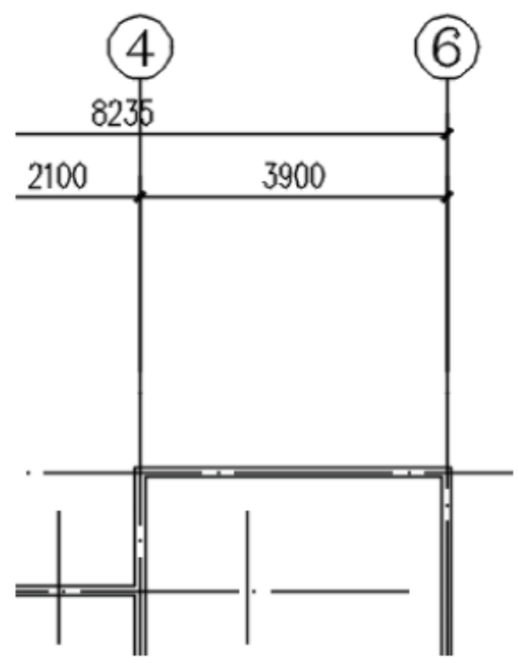

图 3-35　倒斜角原图
打开源文件中的“倒斜角”图形,如图 3-35 所示,单击“倒斜角”命令,将第一个倒角距离和第二个倒角距离设置为“500”,编辑墙体。
(2) 同理使用“倒斜角”命令,对另外一侧的墙体进行编辑操作,如图 3-35 所示。